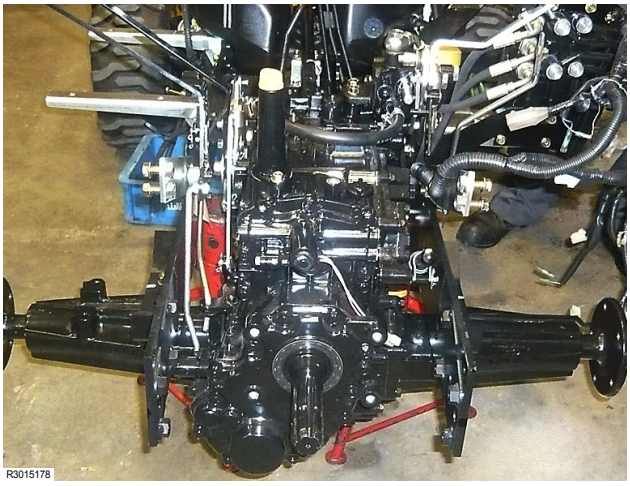

Fig. 11
* Photo **(Fig. 11)** shows the status after the rear frame is removed.